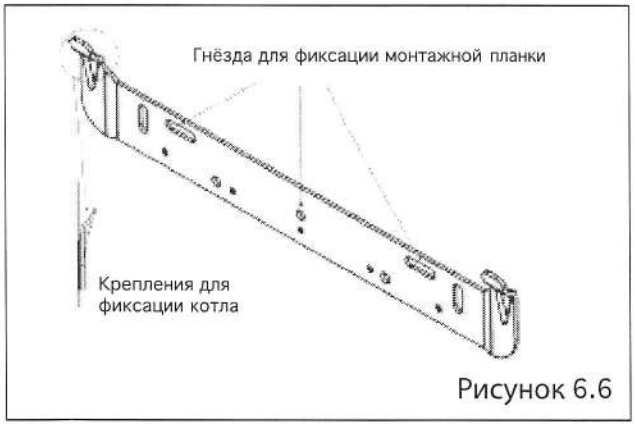

Рисунок 6.6
6.7.4 Сверяясь с монтажным шаблоном просверлите отверстия для фиксирующего держателя (имеется в качестве монтажной принадлежности) и монтажной планки, используя 8.5 мм сверло. Разместите и закрепите на месте входящую в комплект поставки монтажную планку и фиксирующий держатель (если поставлен). (Рисунок 6.6)